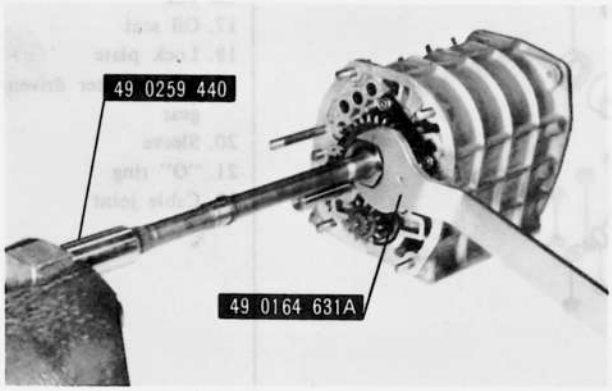

Fig. 7–4 Removing main shaft lock nut
16. Straighten the tab of the lockwasher, hold the main shaft with the **main shaft holder** (49 0259 440), as shown in Fig. 7–4, and loosen the lock nut by using the **spanner** (49 0164 631A). Remove the reverse gear and key from the main shaft.